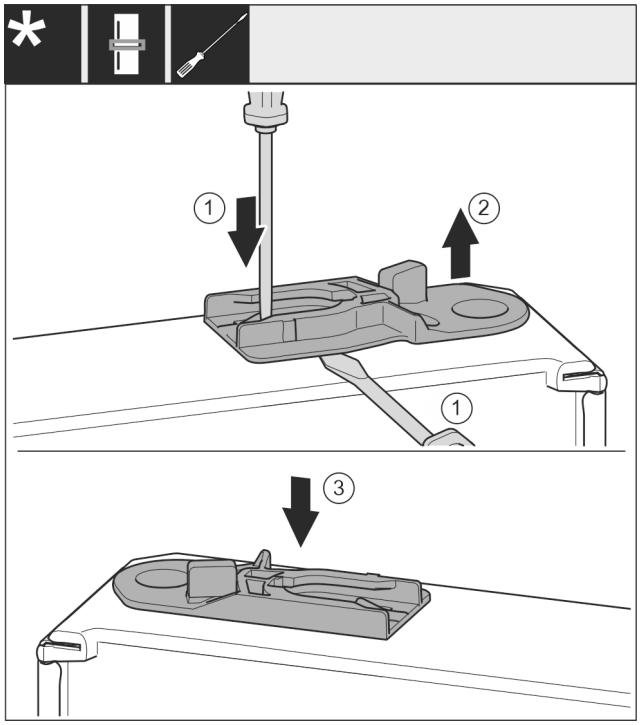

*Fig. 53 **
- ▶ Izvelciet vadošo ieliktni: spiediet ar plakano skrūvgriezi mēlīti *Fig. 53 (1)* un vienlaikus ar plakano skrūvgriezi virziet zem vadošā ieliktņa *Fig. 53 (2)*.*
- ▶ Iebīdiet piegādes komplektācijā klātpievienoto vadošo ieliktni *Fig. 53 (3)* ierīces otrajā pusē.*